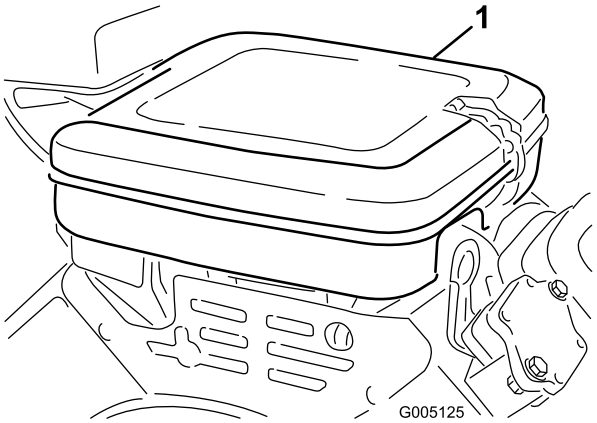

**Figuur 41**
1. Maak de sluitklemmen los en verwijder het luchtfilterdeksel (Figuur 41). Reinig het deksel grondig.